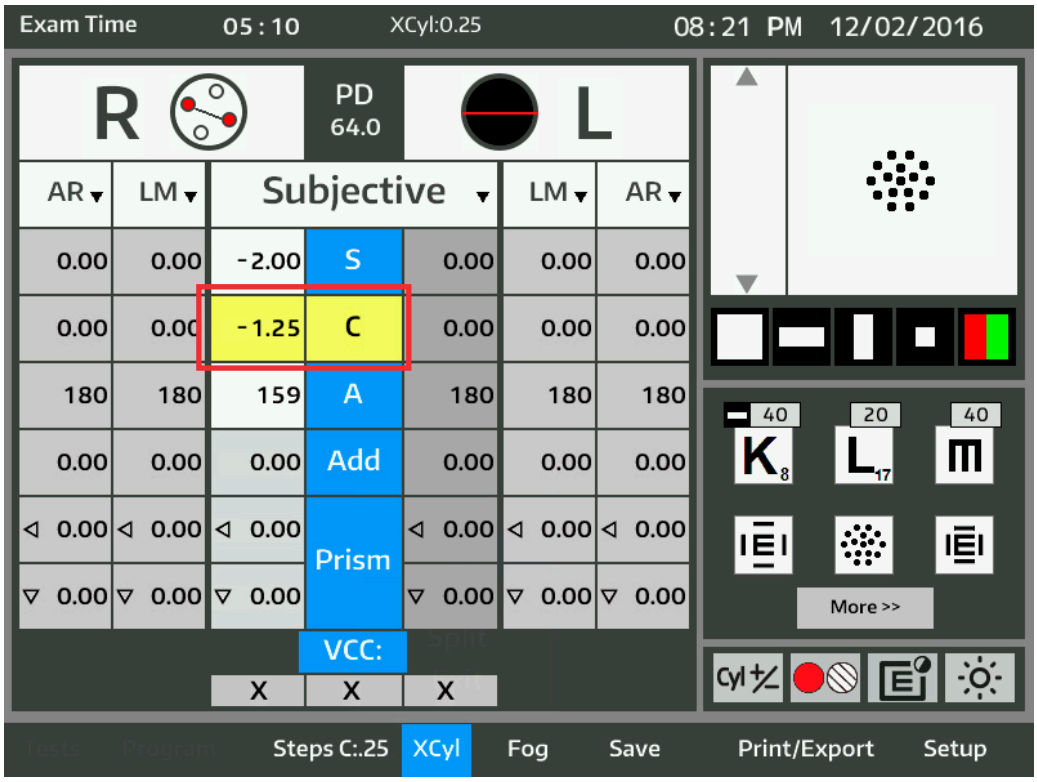

Figure IU-15 Écran Cylindre croisé
1. Confirmer que XCyl est activé et que la case C est mise en surbrillance en jaune. Se reporter à la Figure IU-15.